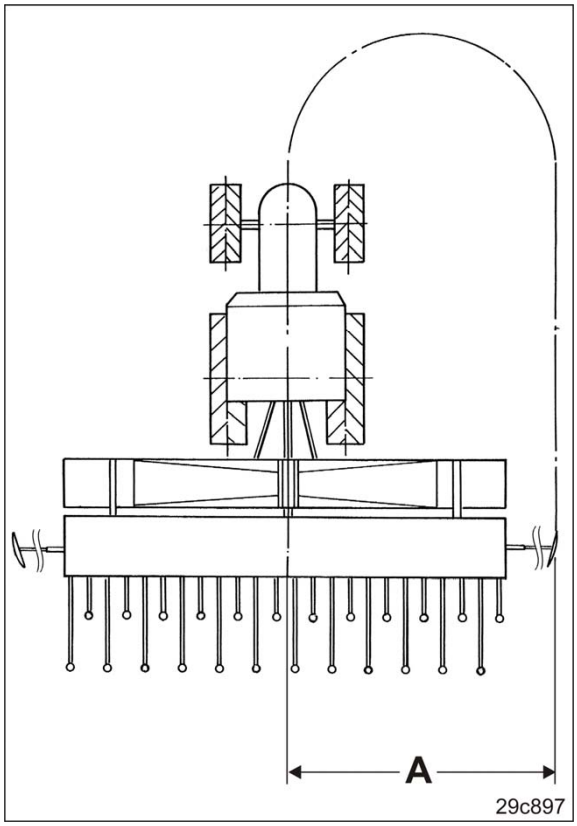

Fig. 153
5. Spuranreißerlänge auf Länge „A“ [siehe Tabelle (Fig. 153)] einstellen.